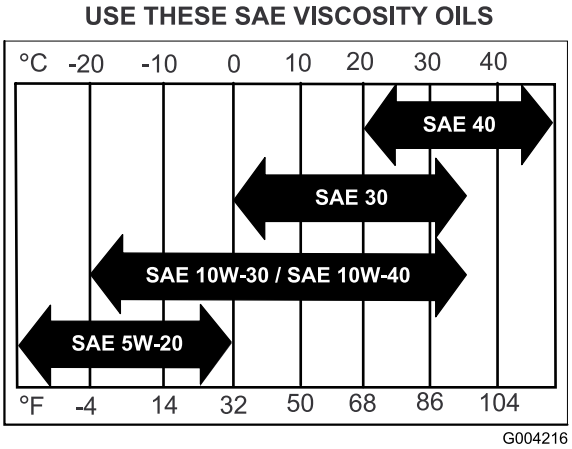

Figure 28
**Viscosité :** Voir le tableau (Figure 28).